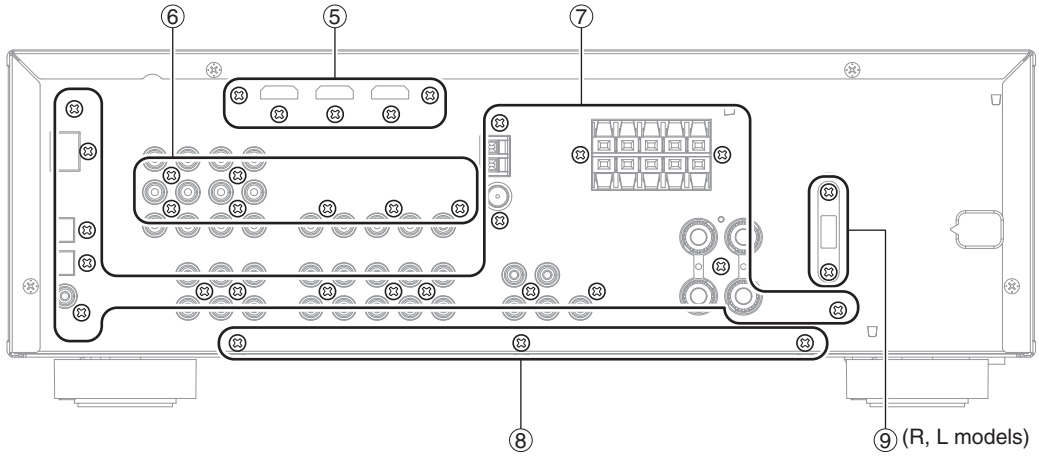

Fig. 3
b. Remove 5 screws (⑤). (Fig. 3)
b. Remove 7 screws (⑥). (Fig. 3)
a. Remove 18 screws (⑦), 3 screws (⑧) and 2 screws (⑨) (R, L models). (Fig. 3)
b. Remove 3 screws (⑧). (Fig. 3)